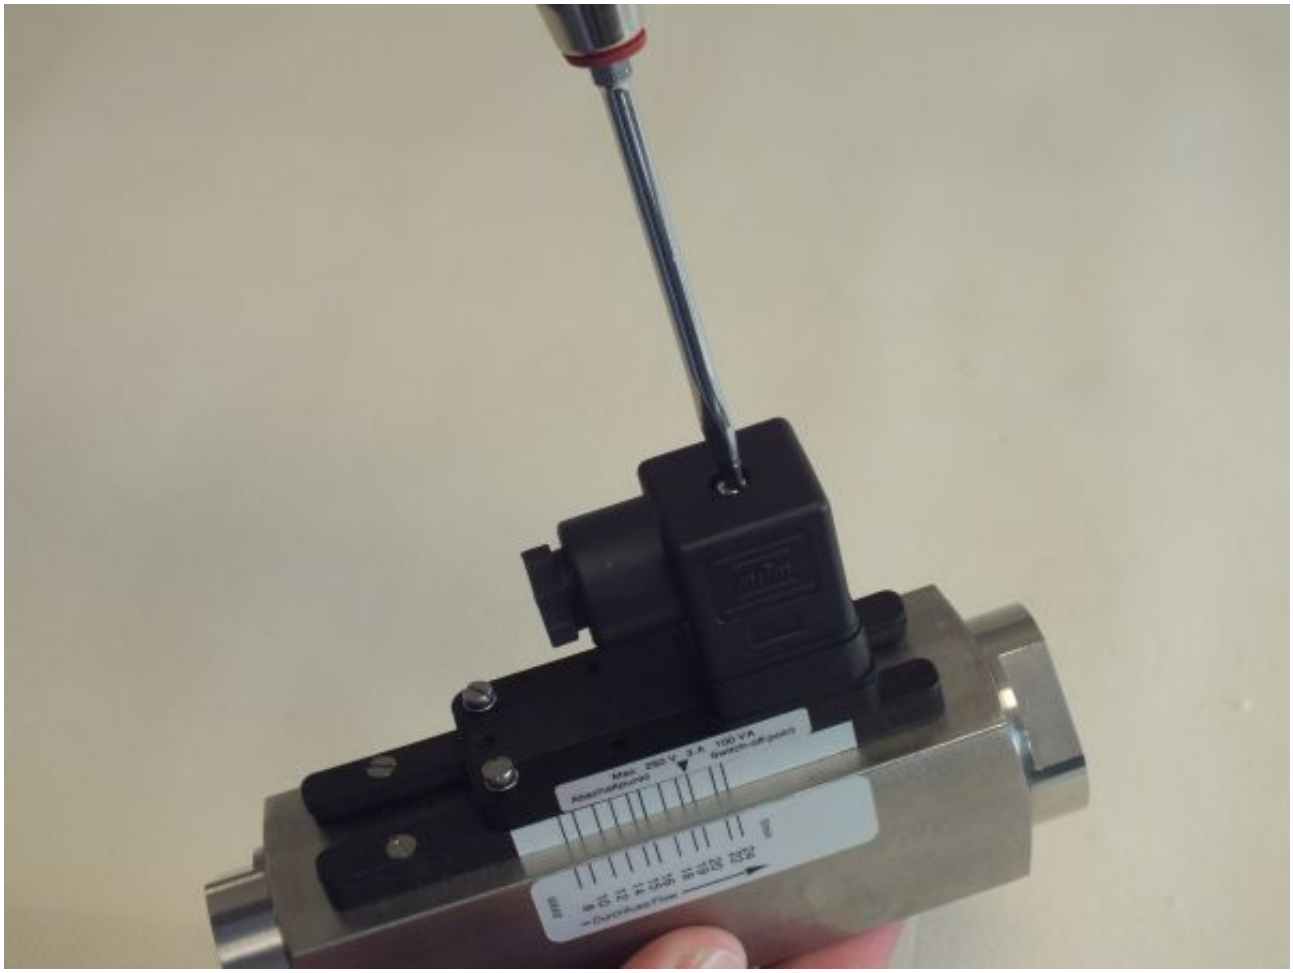

Fig. 78: Loosen female socket
1. Loosen the fixing screw of the female socket (*Fig. 78*) with a flat-bladed screwdriver.